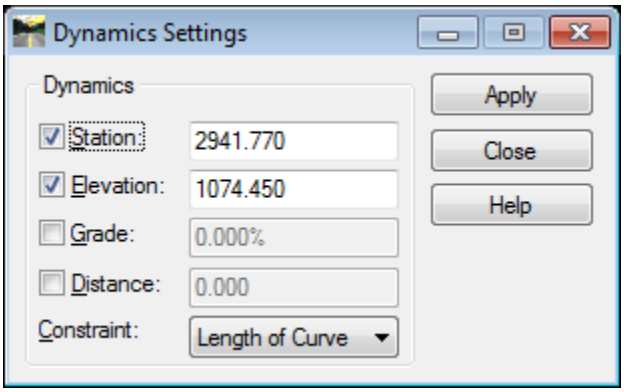

Figure L4-11 Dynamics Settings
24.	**Using the Move PI command we will move the PVI at Station 25+00 to Station 25+96.77 and leave the Elevation unchanged.** • In InRoads, Select **Geometry ► Vertical Curve Set ► Dynamics Settings**. The **Dynamics Settings** dialog opens as shown in *Figure L4-11*. • In InRoads, Select **Geometry ► Vertical Curve Set ►Move PI**.